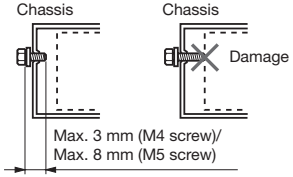

Figure 2
- Use the included screws for installation. Using other screws can cause damage. (Figure 2)